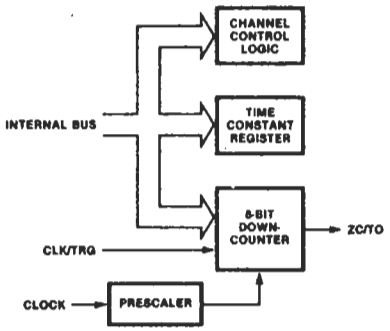

**Figure 4. Counter/Timer Block Diagram**
**Counter/Timer Circuits.** The CTC has four independent counter/timer circuits, each containing the logic shown in Figure 4.